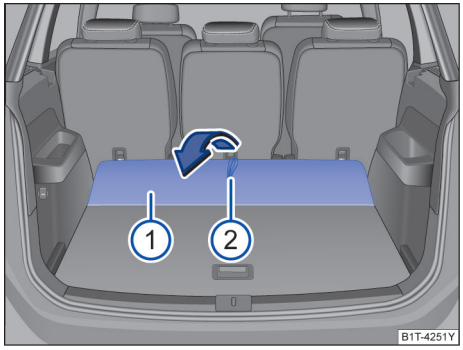

图 207 行李厢内：行李厢地板前部（部分车型配备可调式行李厢地板）
– 打开行李厢地板：握住拉环② 沿箭头方向将行李厢地板→ 图 207 ① 向前翻折到底。